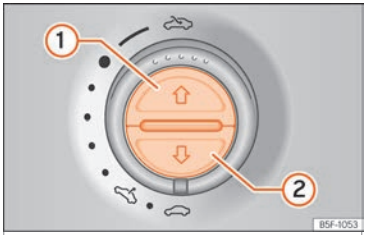

Fig. 143 On the interior roof lining: switches for the sun blind.
To open completely (automatic):	Press button ››› Fig. 143 ① briefly.
To stop automatic operation:	Briefly press the button ››› Fig. 143 ① or ››› Fig. 143 ②.
To set the intermediate position:	Hold the button ››› Fig. 143 ① or ››› Fig. 143 ② until the required position is reached.
To close completely (automatic):	Press button ››› Fig. 143 ② briefly.
- *Sun blind*: within 5 seconds of triggering the anti-trap function, push button ››› Fig. 143 (2) until the sun blind closes completely.